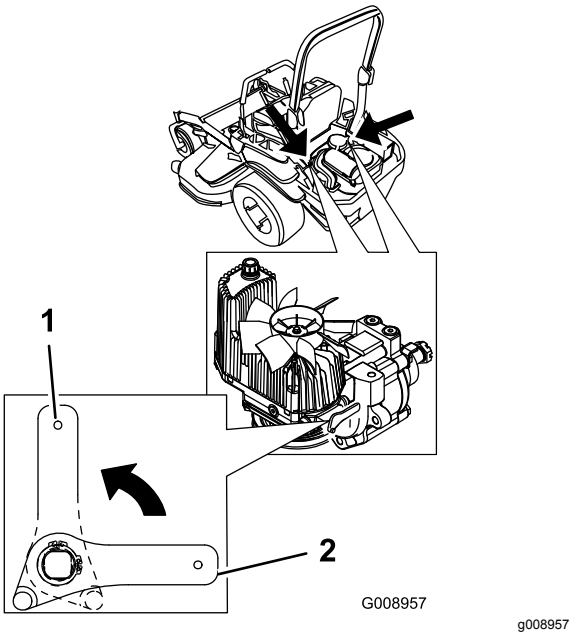

Figuur 38
2. Draai de vrijgavehendels verticaal om de machine te duwen (Figuur 38).
4. Draai de vrijgavehendels horizontaal om de machine te gebruiken (Figuur 38).